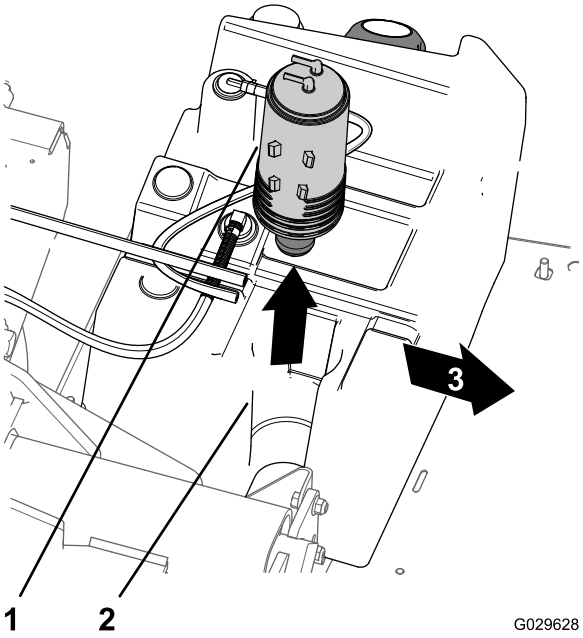

Figur 54
3. Lyft av kolkanistern från dess fäste i bränsletanken (Figur 54).
7. Placera den nya kolkanistern på bränsletankens kolkanisterfäste med Purge- och Fuel Tank-kopplingarna riktade bakåt (Figur 54).